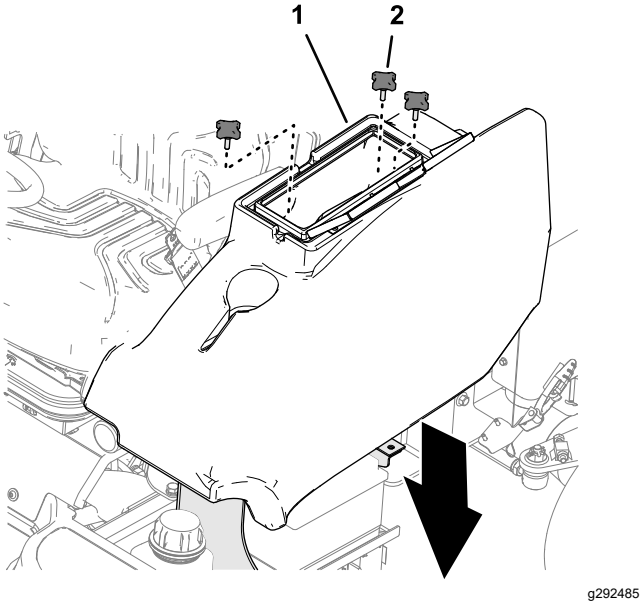

Figur 54
2. Fest oppbevaringsrommet på maskinen med de tre knottene (Figur 54)